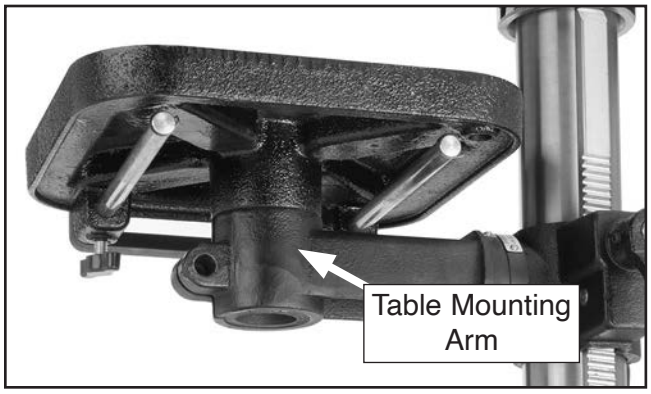

**Figure 15.** Table installed into table arm.
8. Install table into table mounting arm (see **Figure 15**).